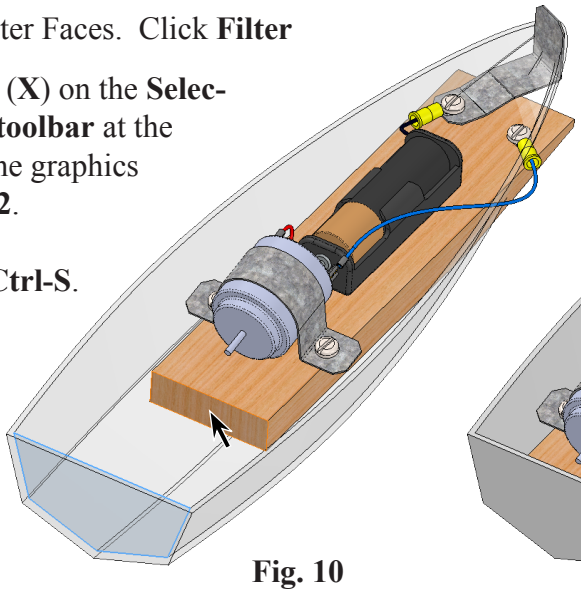

Fig. 10
Step 9. Rotate view to view **rear of Base**, **Fig. 10**. To rotate, hold down middle mouse button (wheel) and drag.
Step 10. Click **rear face of the Base**, **Fig. 10**.